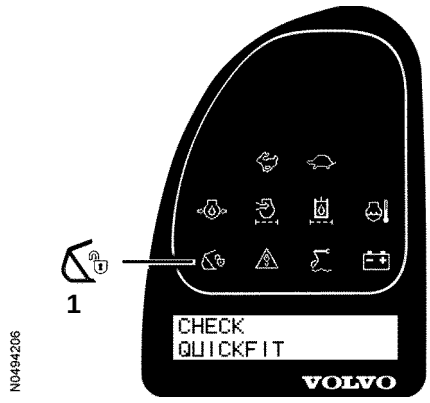
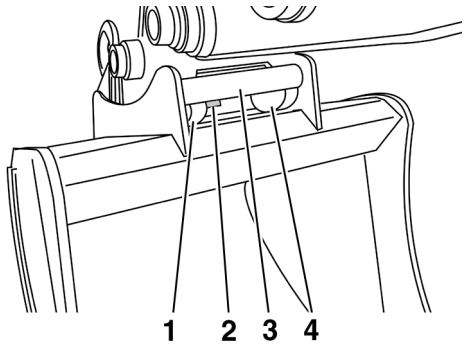

Afb.28 Instrumentenpaneel
Afb.30 Uitrustingskoppeling
De rode waarschuwingslamp (afb. 28) licht op en **de rode indicator** (pos.2, afb.30) aan de cabinezijde van de uitrustingskoppeling komt naar buiten.